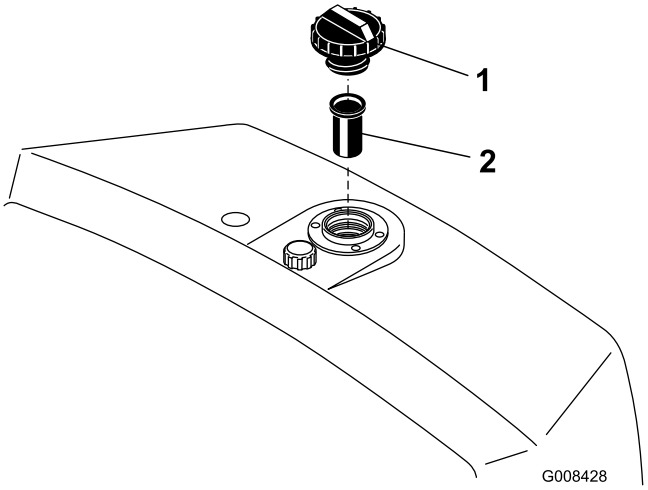

Figur 27
2. Fjern lokket fra beholderen, og sjekk væskenivået. Væsken bør nå opp til bunnen av skjermen i påfyllingshalsen (Figur 27).